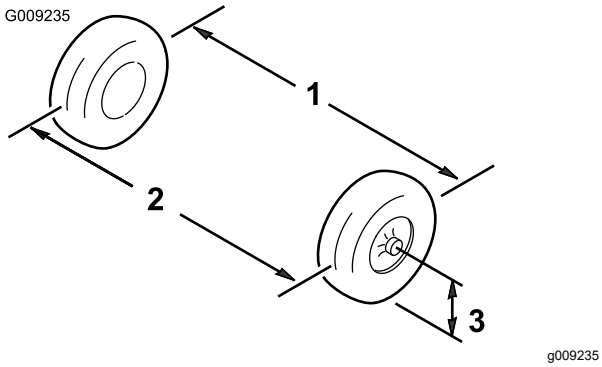

Figur 48
2. Mät avståndet mellan de båda framhjulen vid axelhöjd, både framtill och baktill på framhjulen (Figur 48).